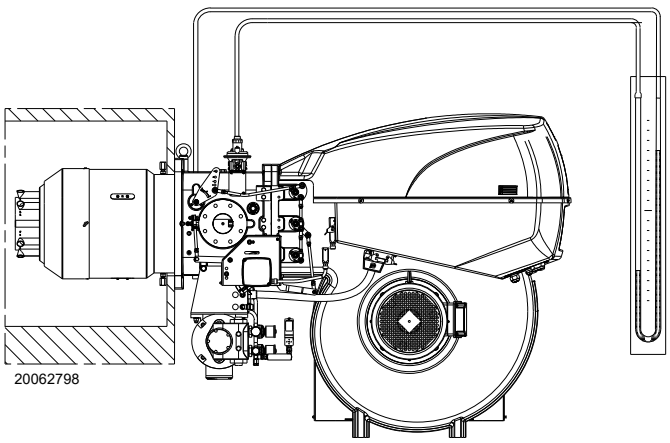

Fig. 34
- ➤ Monter un manomètre en U ou un manomètre de type différentiel (Fig. 34), avec prise (+) sur la pression du gaz du manchon et (-) dans la chambre de combustion.
L'arrivée de gaz au manchon est mise en évidence sur le manomètre en U (Fig. 34).